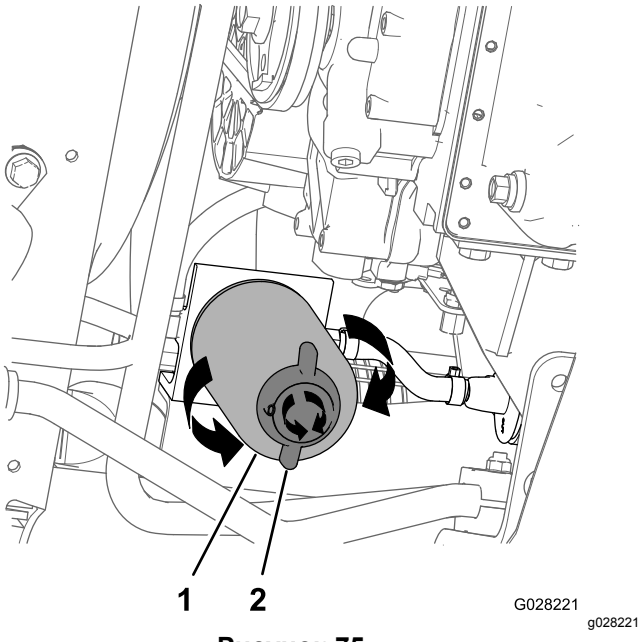

Рисунок 75
4. Поместите сливной поддон под топливный фильтр; см.Рисунок 75 в разделе Замена фильтра водоотделителя (страница 67).
2. Установите сливной поддон под фильтр водоотделителя (Рисунок 75).
3. Поверните сливной клапан в нижней части фильтра водоотделителя против часовой стрелки (Рисунок 75).
4. Очистите область вокруг фильтра водоотделителя и крепления переходника фильтра (Рисунок 75).
5. Снимите фильтр водоотделителя (Рисунок 75).
9. Убедитесь, что сливной кран в нижней части фильтра водоотделителя завернут до упора по часовой стрелке (Рисунок 75).